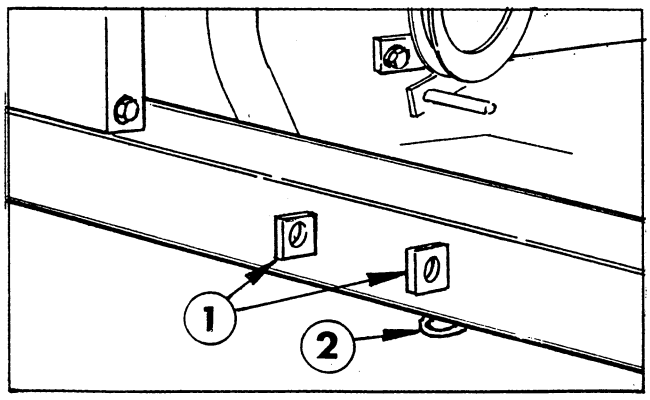

FIG. 1
1. Cut off existing Spray Pump mounting lugs and the spring catch. Grind the areas to be flush with Vehicle Frame. See FIG. 1.